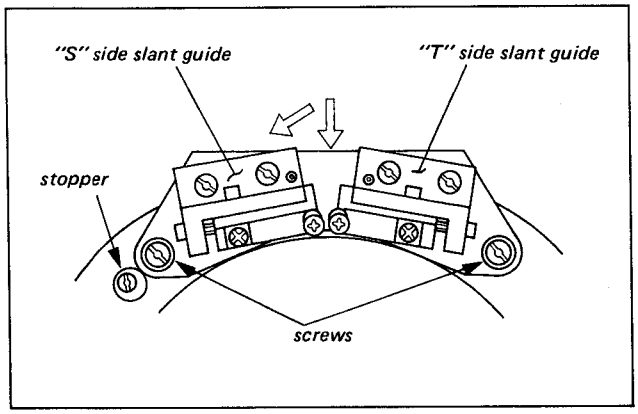

Fig. 10-16. Overlap check
4. If overlap does not satisfy the adjustment value, loosen the two screws securing the Slant Guide and move the Slant Guide assembly along the perimeter of the drum, while holding the assembly against the drum. See Fig. 10-16. Then check overlap again. If it is not satisfied, perform the adjustment procedures.